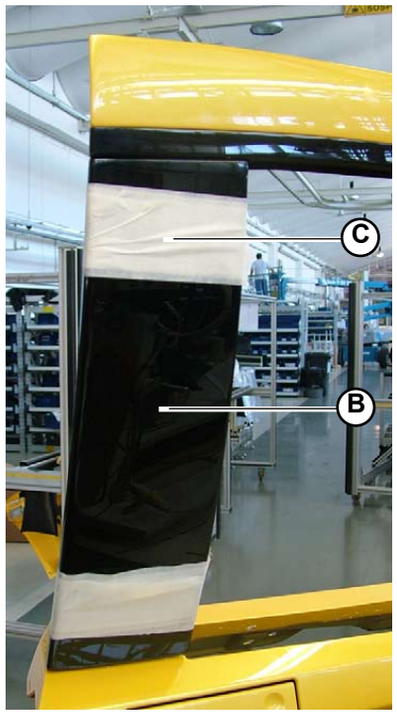

Fig.25
3. Hold the pillar in place (**B-Fig.25**) with tape (**C-Fig.25**) so that the silicone fully adheres.